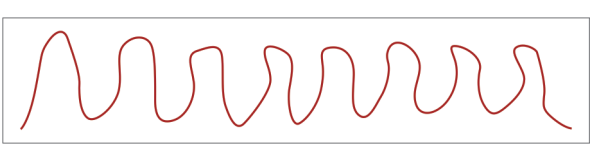

Fig. 1: Continuous energy.
- It is the continuous form of energy (**Fig. 1**).